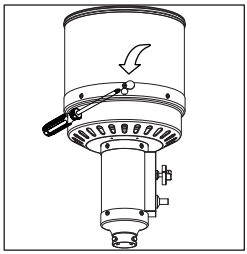

Figure 1
2. Press and turn the control knob to HIGH (maximum) position (anti-clockwise 90º). (Figure 1)